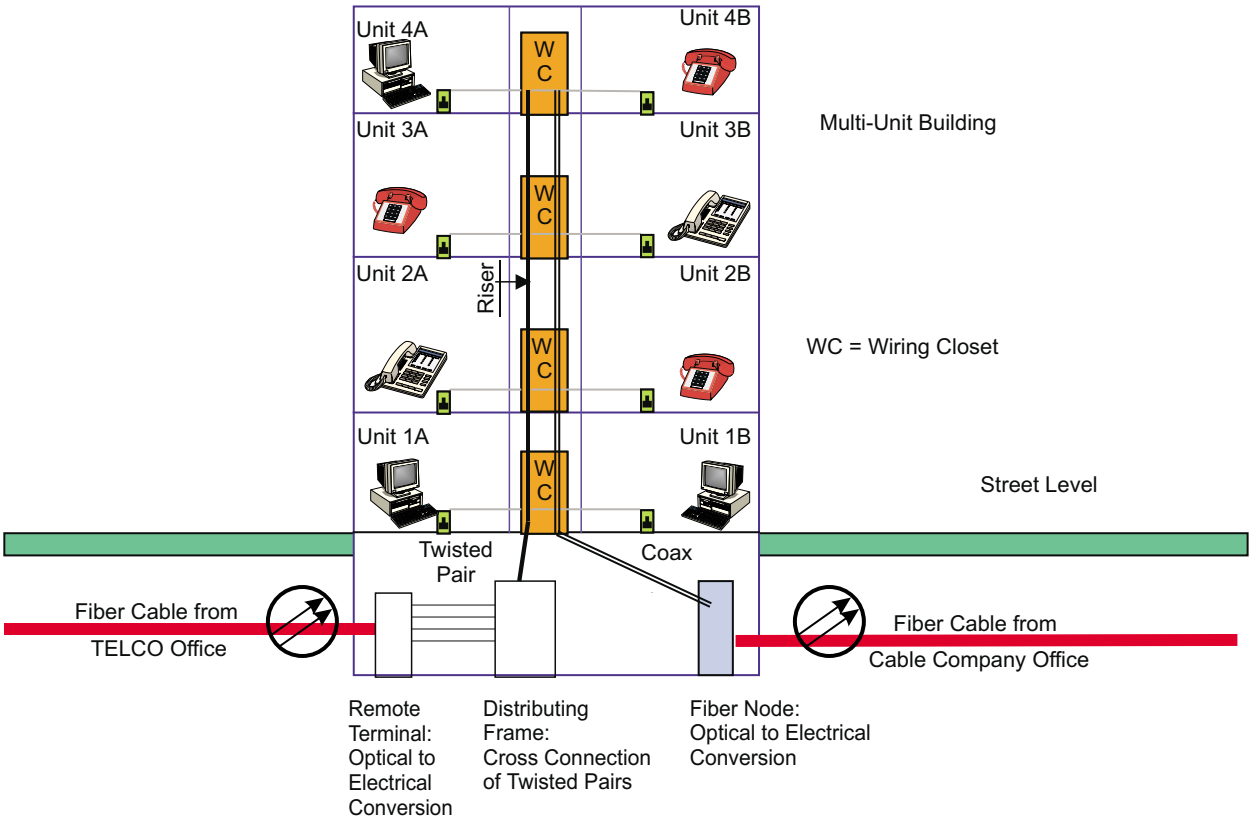

Figure 11: Multiple Dwelling Unit (MDU)
This section will discuss the specific items that are going to impact the installer's work from the demarcation point to the customer's actual residential unit. Typically, the building wiring in existing MDUs is Category 3, unshielded twisted pair wire. Figure 11 provides an example of how this could be set up for a larger multiple dwelling unit (MDU). Underground fiber-optic cable from the cable company is entering the building from the right and terminating at a fiber node in an equipment room[5]. In this case, optical-to-electrical conversion occurs within the MDU. Coax from the fiber node completes the distribution for video signals within the MDU, similar to the way a distribution network is built in outside plant for single family residential service. Taps and/or amplifiers can be installed in small wiring closets on each floor of the building.
In Figure 11, telephone service enters from the left of the building, also via fiber cable[6]. The fiber terminates at a telco Remote Terminal (RT) which is part of a loop carrier system.[7] Twisted pair subscriber line connections on the subscriber side of the RT are extended to a distribution frame. The distribution frame is the point where cross-connections may be made between semi-permanent connections to telephone line terminations and pairs of subscriber wires going to individual living units. In most cases, it is not actually a frame of equipment, but a simple mounting of a connector block to a wall or panel.